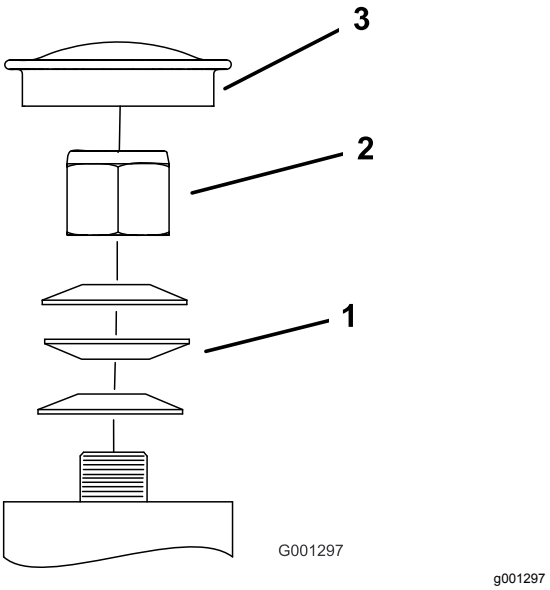

**Figuur 79**
3. Verwijder de stofkap van het zwenkwiel en draai de borgmoer aan (Figuur 79).
4. Draai de borgmoer aan totdat de veerringen vlak liggen, en draai deze vervolgens een ¼ slag terug om de voorspanning op de lagers correct af te stellen (Figuur 79).
***Belangrijk:*** **Zorg ervoor dat de veerringen goed zijn geplaatst, zoals getoond in Figuur 79.**
5. Plaats de stofkap (Figuur 79).